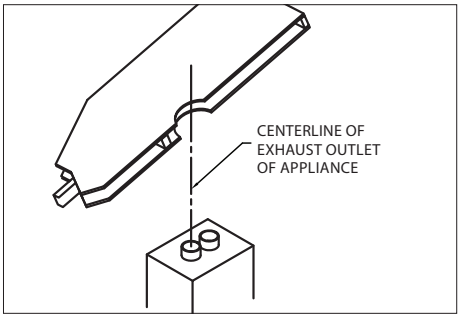

Figure 25
1. Locate the penetration in the roof (***Fig.25)***. Measure the intended path of the installation and make sure you have all the necessary components to complete the install.